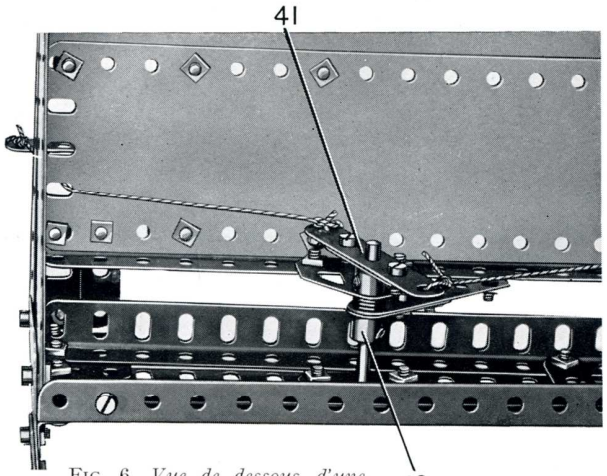
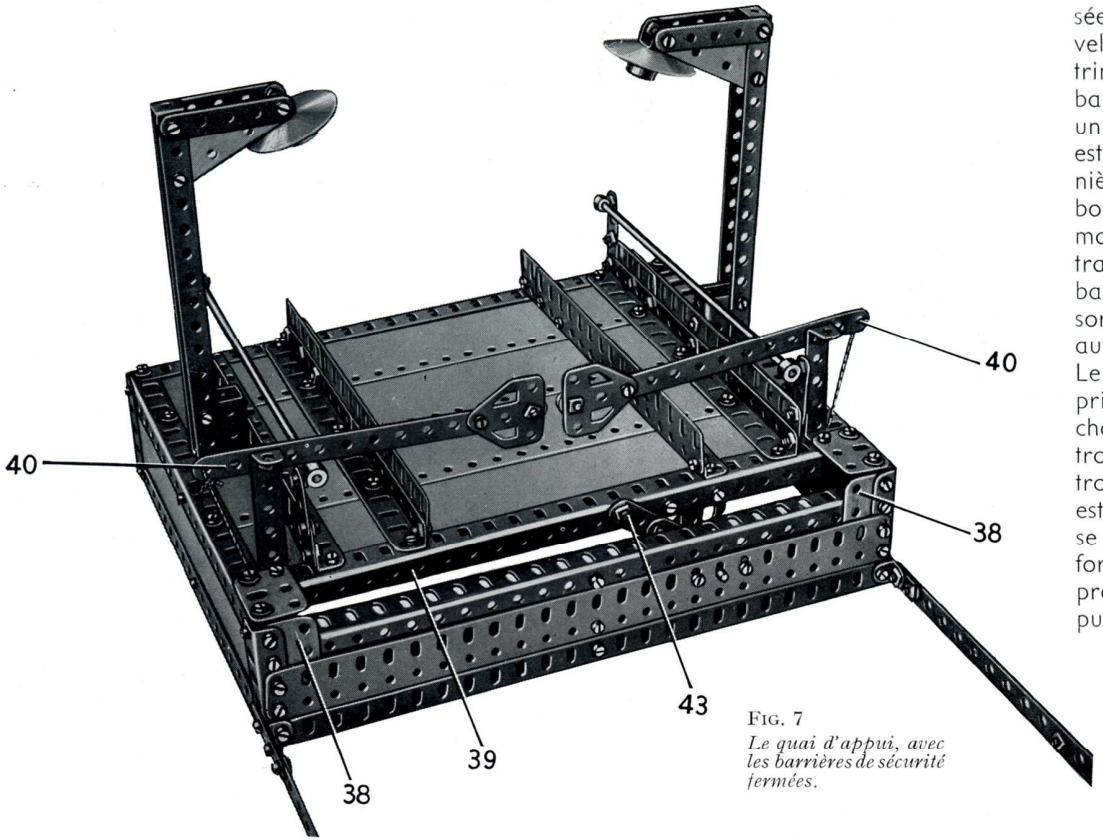
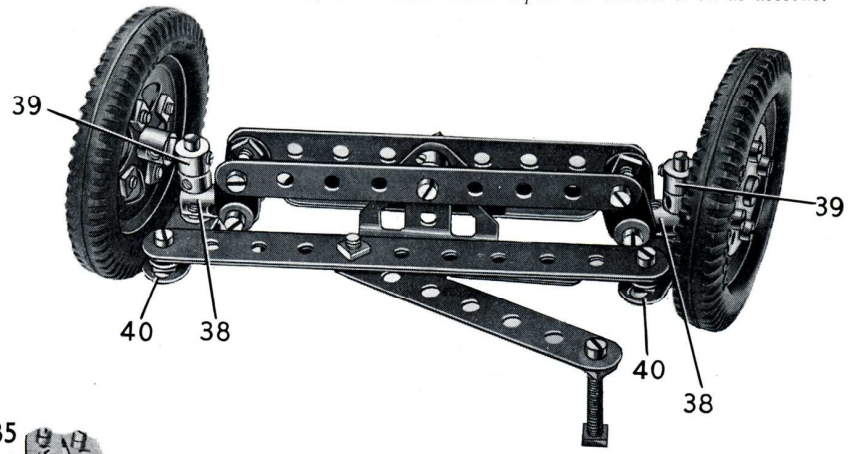
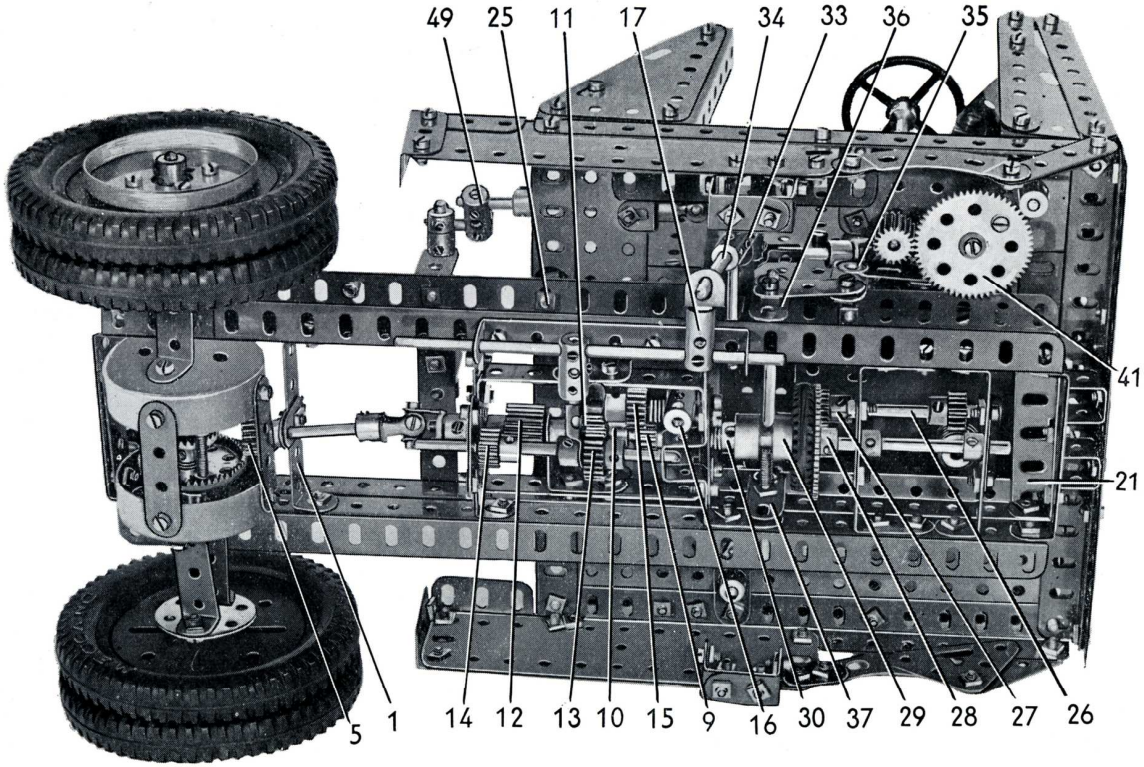

FIG. 6 *Vue de dessous d'une partie du quai d'appui montrant les cordes qui commandent les barrières de sécurité.*
FIG. 7
FIG. 6 *L'essieu avant séparé du châssis et vu de dessous.*
FIG. 5 *Vue de détail du mécanisme d'embrayage et de la boîte de vitesses.*
Chaque barrière de sécurité est une bande de 11 trous (40) prolongée par une embase triangulée plate, sur laquelle est boulonnée une poulie folle de 12 mm. Les bandes (40) sont fixées à l'aide de contre-écrous sur des bandes coudées de 60×12 mm., boulonnées au-dessus du quai d'accès comme le montre la figure. Une corde attachée à l'extrémité extérieure de chaque bande (40) passe au travers du quai et est attachée à une extrémité d'une bande de 5 trous (41) (fig. 6) qui est boulonnée au centre d'un bras de manivelle double. Le bras de manivelle double est fixé sur une tringle de 5 cm. qui passe dans une embase triangulée plate boulonnée sur la cornière (39) et dans une bande de 3 trous qui recouvre les trous allongés de la poutrelle plate située à l'avant de la chaussée d'accès. Un bras de manivelle (42) (fig. 6) est fixé sur la tringle et est prolongé par une bande de 5 trous (fig. 7) qui porte un boulon (43). Quand la travée est abaissée, une équerre-cornière (44) vient appuyer sur le boulon (43) et abaisse le bras de manivelle (42). Ce mouvement est transmis par l'intermédiaire de la bande (41) et des cordes et de la sorte les barrières se relèvent automatiquement.
La base de la carrosserie est constituée par quatre cornières de 15 trous disposées de façon à former un carré. Deux plaques sans rebords de 14×6 cm. (18) et deux de 75×38 mm. (19) et (20) sont boulonnées sur ces cornières (fig. 7), et une plaque flexible de 6×4 cm. est montée devant la plaque (20). Une poutrelle plate de 7 trous est fixée entre la plaque flexible et la plaque (19), et une poutrelle plate de 9 trous (21) (fig. 5) est boulonnée au centre de l'extrémité arrière de la carrosserie.
La carrosserie est fixée sur le châssis par deux cavaliers à l'arrière (fig. 5), et par des supports doubles tenus par les boulons (25).
Une vis sans fin fixée sur l'arbre du moteur entraîne un pignon de 19 dents monté sur une tringle de 6 cm. (26) (fig. 5). Cette tringle passe dans deux embases triangulées plates dont une est boulonnée sur une bande coudée de 60×12 mm. et l'autre sur une bande coudée de 60×25 mm. Un pignon de 19 dents (27) entraîne une roue de 57 dents (28) montée sur une tringle de 6 cm. qui passe dans les bandes coudées.
Montage de l'entraînement (Fig. 5 et 7)
Le levier de changement de vitesses est une tringle de 9 cm. fixée dans un support de rampe monté à l'aide de contre-écrous sur la plaque sans rebords (24) (fig. 7). Un accouplement à cardan (31) est fixé à l'extrémité inférieure du levier et est réuni par une tringle de 2,5 cm. à un raccord de tringle et bande. Un boulon-pivot passe au travers du raccord de tringle et bande et est fixé dans un accouplement (32). Ce dernier porte une tringle de 2,5 cm. tenue dans un accouplement (33) (fig. 5). Cet accouplement est monté sur une tringle de 5 cm. qui passe dans l'un des longerons du châssis et dans une équerre de 26×12 mm. boulonnée sur le rebord supérieur du longeron. La tringle de 5 cm. est tenue par une bague d'arrêt. Une tringle de 4 cm. (34) fixée dans l'accouplement (33) vient se loger dans le trou allongé d'une équerre qui pivote sur un boulon fixé par un écrou dans l'accouplement taraudé (17).
La pédale d'embrayage est formée par un raccord taraudé tenu par un boulon dans le petit rebord d'une équerre de 26×12 mm. L'équerre est boulonnée sur un bras d'un levier d'angle (35) (fig. 5) fixé sur une tringle de 2,5 cm. Cette dernière passe dans un support de rampe fixé sur le rebord supérieur du châssis, et la tringle est tenue par une bague d'arrêt. Une bande de 3 trous est fixée à l'aide de contre-écrous sur l'autre bras du levier d'angle et elle est également fixée à l'aide de contre-écrous sur un bras de manivelle (36) monté sur une tringle de 11,5 cm. qui traverse le châssis. Un bras de manivelle (37) monté sur cette tringle porte un boulon de 19 mm. qui vient se loger dans la gorge de l'accouplement jumelé à douille (29).
L'essieu avant est monté sur des embases triangulées coudées fixées sur quatre bandes de 7 trous. Ces bandes sont disposées par paires, chaque paire étant constituée par deux bandes placées l'une contre l'autre, et elles sont boulonnées sur le châssis. L'essieu est formé par deux bandes de 9 trous qui pivotent sur un boulon de 19 mm. fixé à l'aide de contre-écrous sur les embases triangulées coudées. Une bague d'arrêt et une rondelle sont placées sur le boulon entre les embases, et une rondelle est placée entre chaque bande de 9 trous et l'embase correspondante. Des supports plats sont fixés aux extrémités des bandes de 9 trous, et un accouplement (38) est fixé par deux boulons sur les supports plats de chaque extrémité (fig. 6).
Le tube de direction est une tringle de 11,5 cm. qui passe dans un bras de manivelle double boulonné sur la plaque sans rebords (20) (fig. 7). La tringle est tenue en place par une poulie de 12 mm. à moyeu placée au-dessus du bras de manivelle, et au-dessous de la plaque sans rebords elle porte un pignon de 19 dents et de 12 mm. de large. Ce pignon est en contact avec une roue de 57 dents (41) (fig. 5) qui tourne sur un boulon de 12 mm. tenu par deux écrous dans la plaque sans rebords (20). Une bande de 7 trous est fixée à l'aide de contre-écrous sur un boulon de 28 mm. fixé dans un raccord taraudé fixé sur un support plat boulonné sur la roue (41). L'autre extrémité de la bande est fixée à l'aide de contre-écrous sur les bandes de 11 trous fixées sur les bras de manivelle (40) (fig. 6).